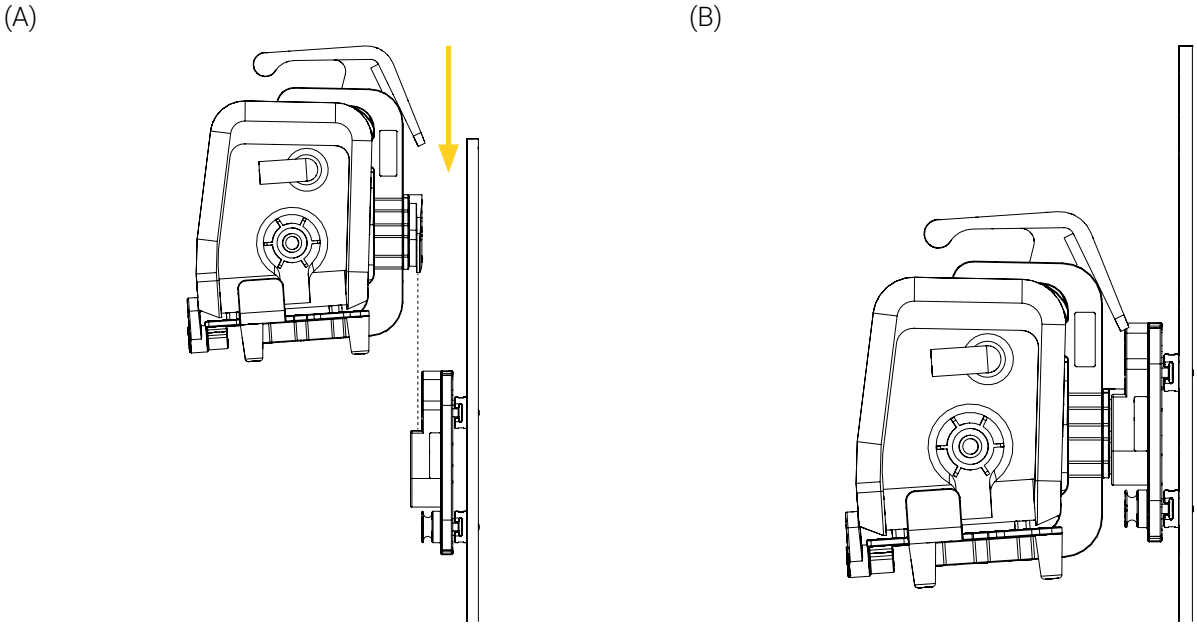
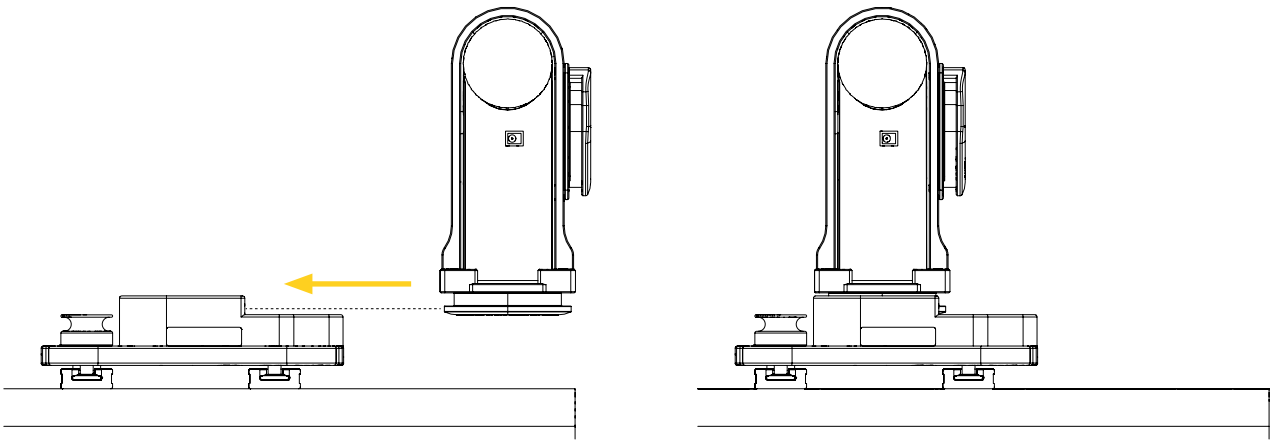

Figure 17: Installing the medical device in the Micro Base of the Q-Protrak (vertical load-bearing tracks)
Figure 18: Installing the medical device in the Micro Base of the Q-Protrak (horizontal load-bearing tracks)
1. Align and insert the anti-rotation micro disc of the medical device's mounting bracket in the Micro Base of the Q-Protrak vertically (Figure 17) or the micro disc of the medical device's mounting bracket in the Micro Base of the Q-Protrak horizontally (Figure 18) until you hear the click sound.